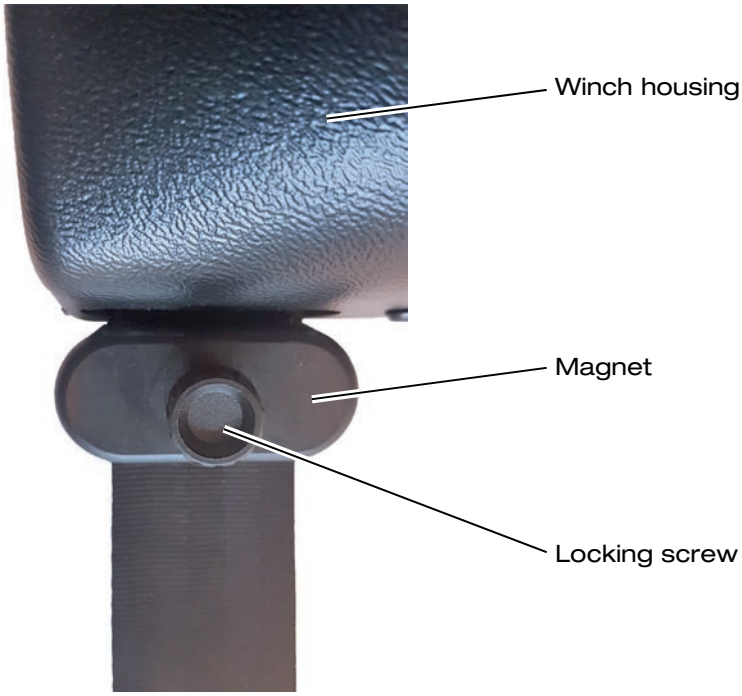

Figure 17: Magnet in Contact with the Winch Housing
⇨ Adjust the magnets, such that they make contact with the winch housing (see Figure 17, page 29).
- ⇨ Adjust the magnets, such that they make contact with the winch housing (see Figure 17, page 29).